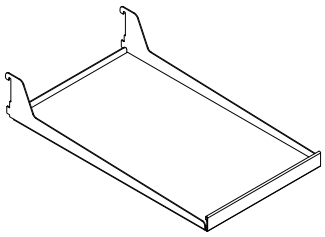

Figure 14
(2) étagères en porte-à faux, encadrement et verre (Voyez la Figure 14).
(1) étagère en porte-à faux, demi-largueur en verre (Voyez la Figure 14).